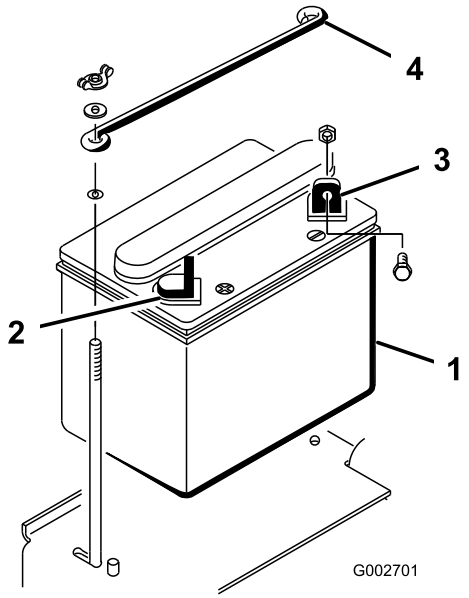

Figur 4
1. Sæt batteriet på plads med de negative poler placeret bagud på maskinen (Figur 4).